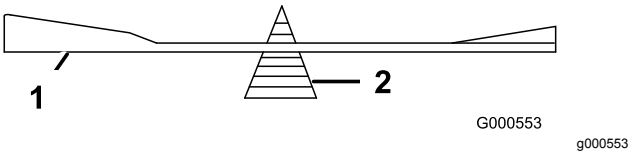

Figur 79
2. Kontrollera knivens balans med en knivbalanserare (Figur 79).